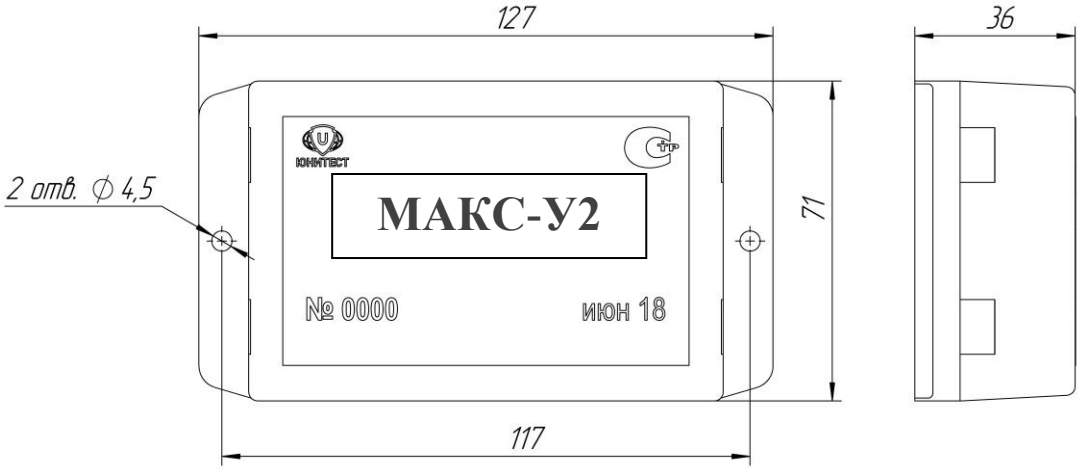
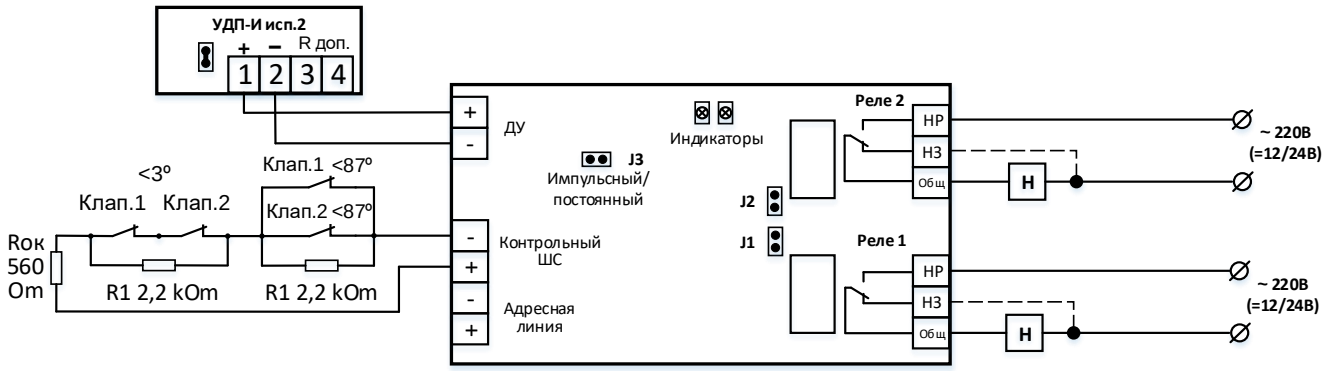
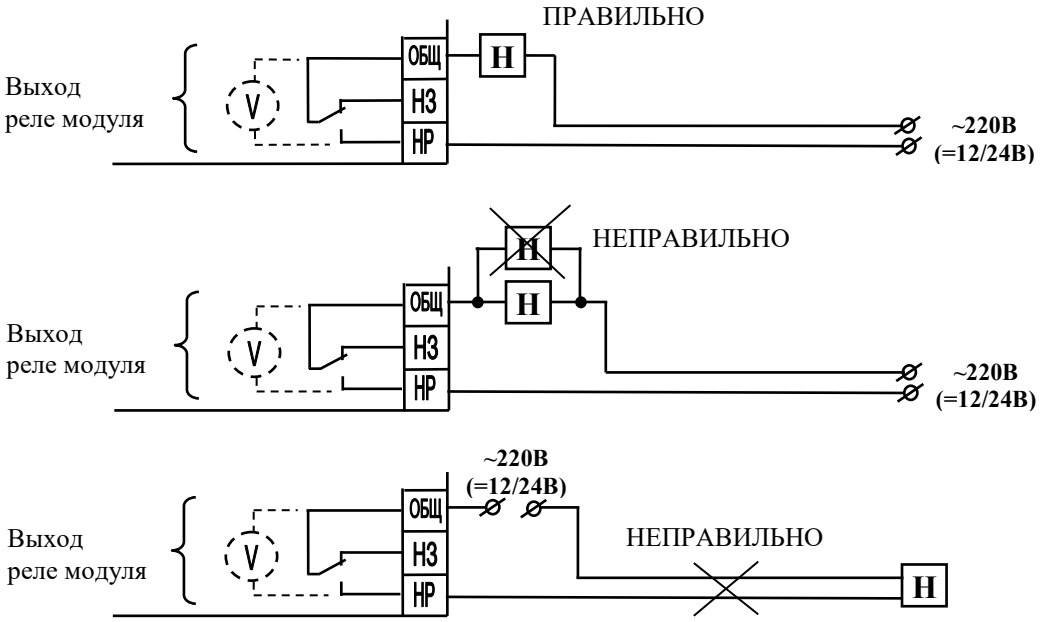

Рис.1. Габаритные и установочные размеры МАКС-У2.
Рис.2. Схема подключения нормально-выключенной нагрузки.
Рис.4. Особенности схемы подключения нагрузки к МАКС-У2.
1.8. Установка режимов работы модуля производится с помощью 3-х джамперов (см. рис.2, 3):
2.1.2. Габаритные и установочные размеры модуля показаны на рис.1, принципиальные схемы подключения – на рис.2 - 6.
На рис.2 при слаботочной нагрузке (светодиодное табло, сирена, некоторые приводы клапанов) возможна подсветка табло или слабое звучание оповещателя за счет протекания через них тока контроля цепи управления (п.4.9). Для устранения влияния тока контроля рекомендуется за-
2.1.3. На рис. 4 показаны наиболее часто встречающиеся ошибки подключения нагрузки к контактам модуля. На рисунке представлен также принцип контроля цепи управления, который условно может быть представлен как вольтметр, измеряющий напряжение между клеммами «Общ» и «НР».
Как демонстрирует рис.4, модуль обеспечивает контроль исправности цепи только одной подключенной нагрузки – обрыв цепи второй нагрузки обнаружен не будет.
При этом для эффективного контроля исправности нагрузки и цепи управления рекомендуется устанавливать модуль вблизи нагрузки (см. рис.2, 3). При работе с удаленной нагрузкой, как показано на рис.4, короткое замыкание в проводах, питающих нагрузку, обнаружено не будет.